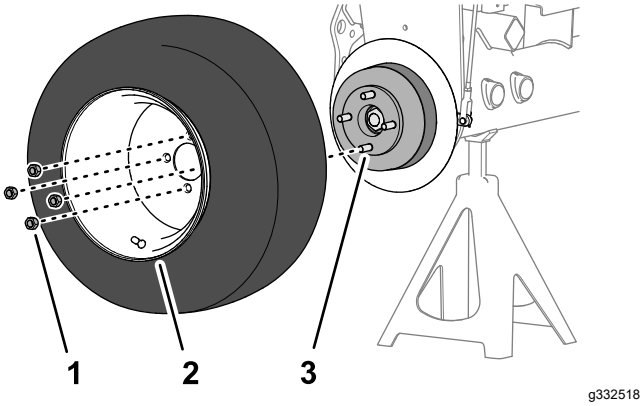

Figuur 64
1. Verwijder de 4 wielmoeren waarmee het voorwiel aan de naaf bevestigd is en verwijder het wiel (Figuur 64).